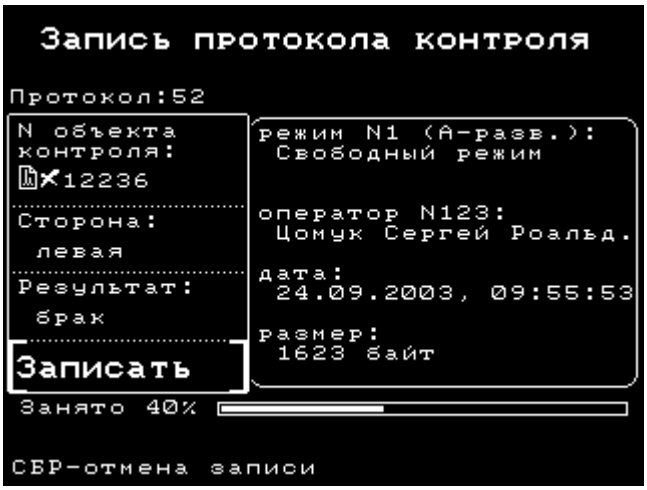

Рисунок 7.1 − Спецформат «Запись протокола контроля»
- вызвать спецформат «Запись протокола контроля» (рисунок 7.1) кнопкой [зап];